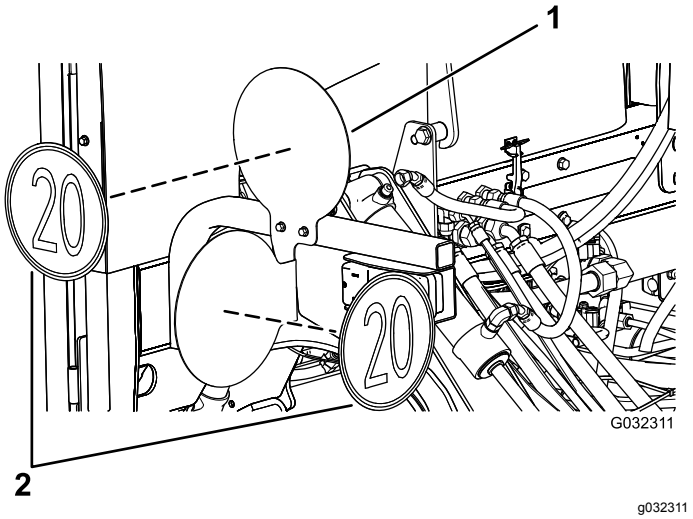

Figur 36
3. Fäst dekalerna på plattornas utåtvända yta (Figur 36).